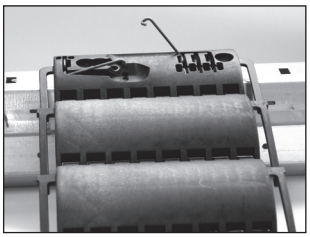

Bild 1
1. einseitig eine Drahtfeder in eine der quadratischen Ausstanzung schieben (Bild 1)